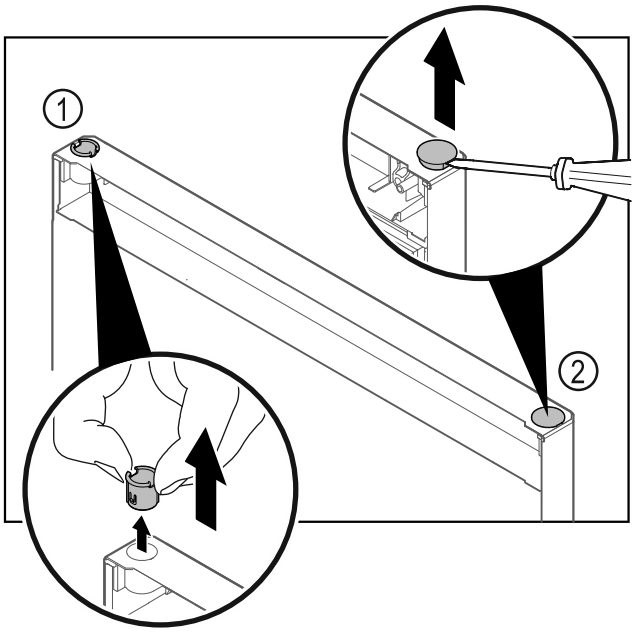

Fig. 19
- ▶ Extrageți bucșa balamalei *Fig. 19 (1)* cu degetele.
- ▶ Ridicați dopul de acoperire *Fig. 19 (2)* cu precauție cu o șurubelniță dreaptă și extrageți-l.